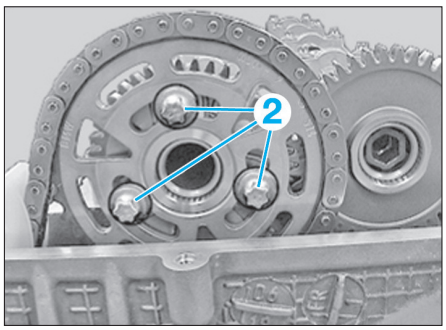

Fig. 96
- les vis d'arbre à cames (2) **(Fig.96)**.